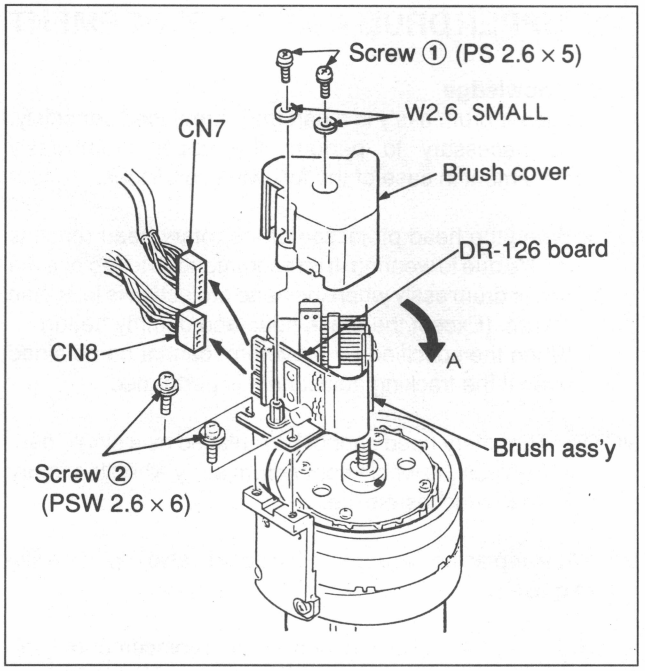

Fig. 7-2-1 Brush Ass'y Removal
1. Brush Ass'y Removal (Refer to Fig. 7-2-1.)